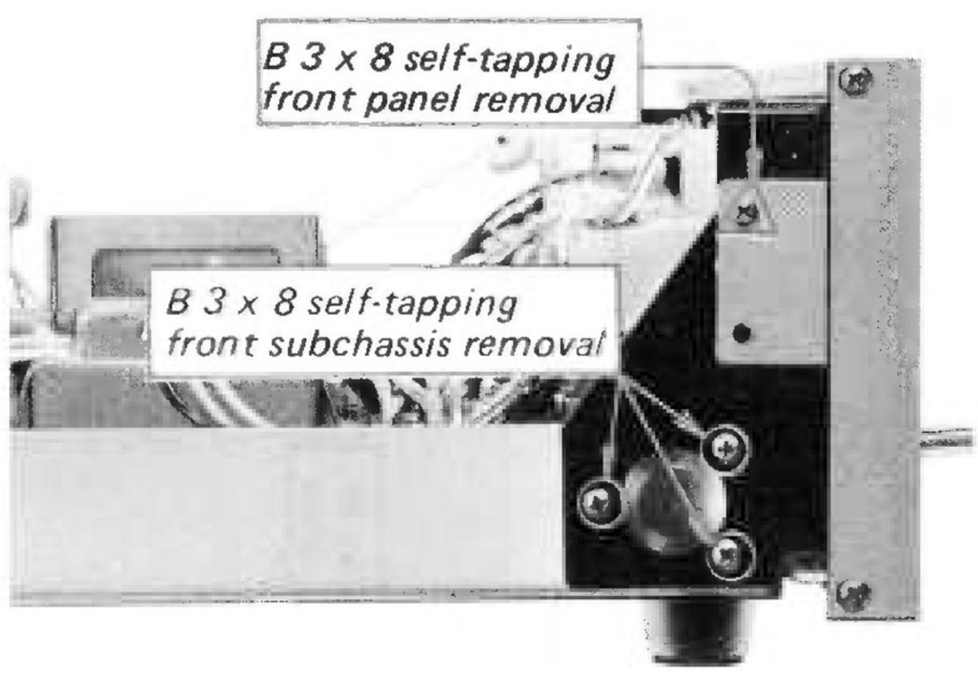

Fig. 2-2. Side view
2. Remove the three screws at both sides of the chassis as shown in Fig. 2-2.